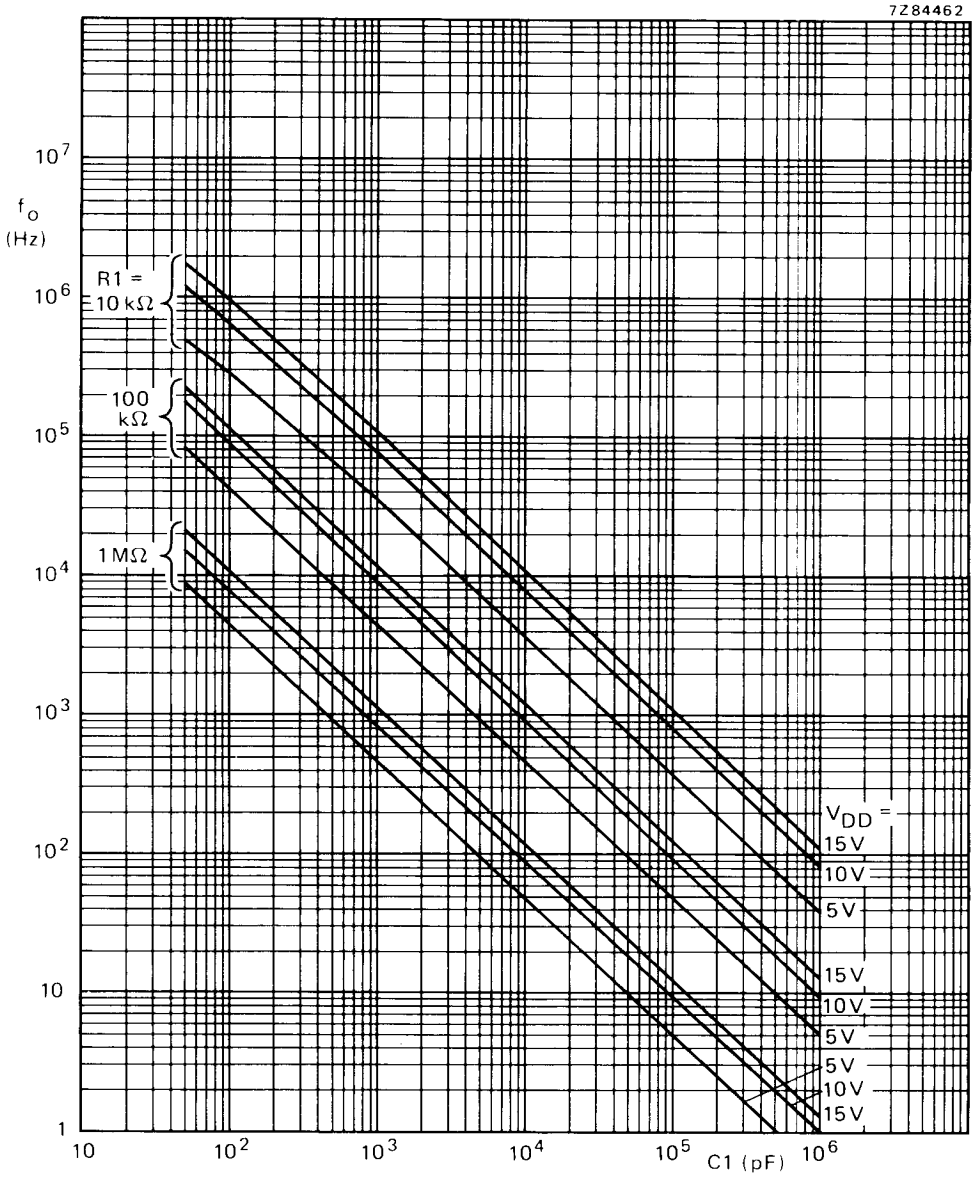

Fig. 7 Typical centre frequency as a function of capacitor C1; T_{amb} = 25 °C; VCO_{IN} at ½ V_{DD}; INH at V_{SS}; R2 = ∞.
a. Given f_o: use f_o with Fig. 7 to determine R1 and C1.
b. Given f_{max}: calculate f_o from $f_o = ½ f_{max}$; use f_o with Fig. 7 to determine R1 and C1.